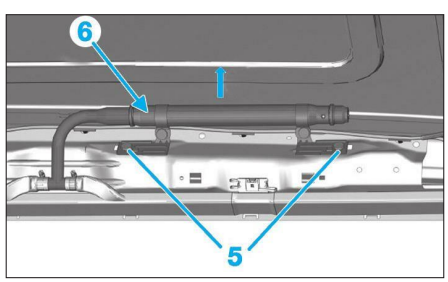

**Fig. 12**
• Déposer les vis de fixation (5) **(Fig.12)**.
• Déposer le coussin gonflable latéral de pavillon (6).